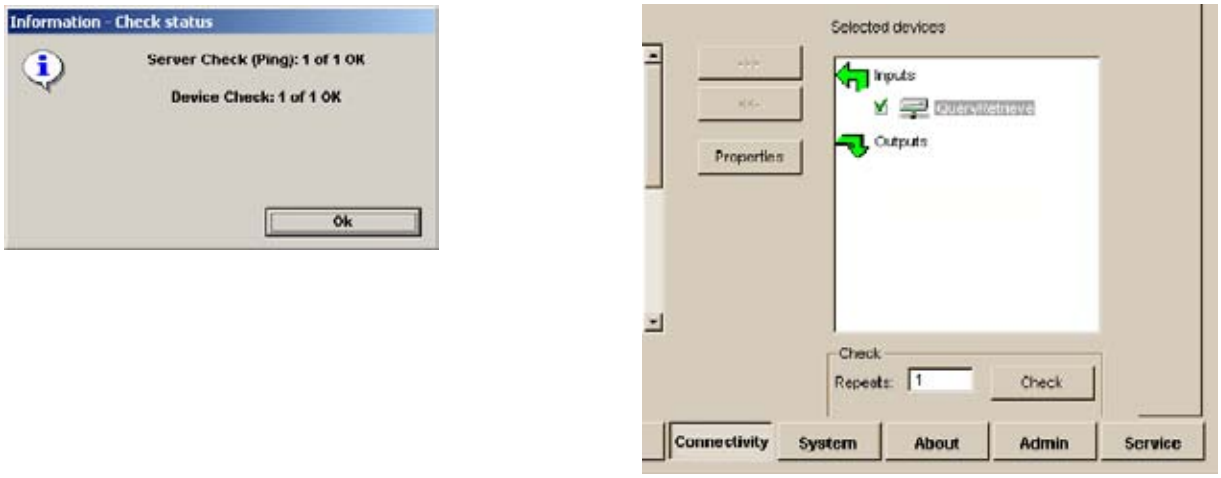

Figure 3-112 Test (Check) Passed
- If the test pass, a pop-up dialog is displayed, see left illustration in Figure 3-112.